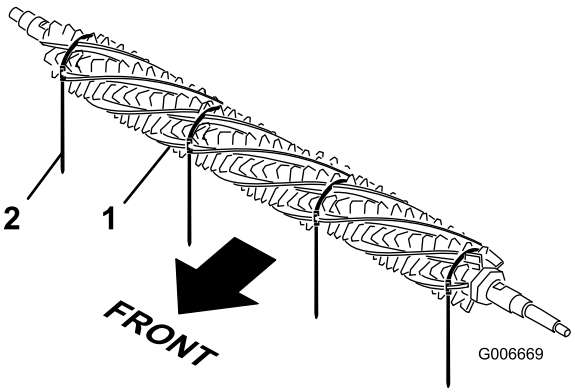

Figura 36
1. Da un lato del cilindro grooming, fate scorrere una spazzola in ogni scanalatura sull'intera lunghezza del cilindro grooming stesso (Figura 36).